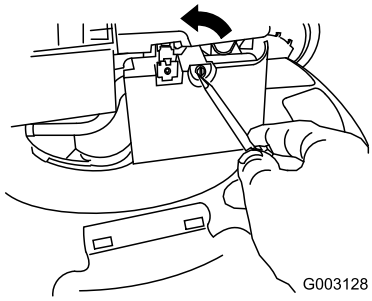

Figur 34
2. Brug en skruetrækker til at åbne luftfilterdækslet (Figur 34).